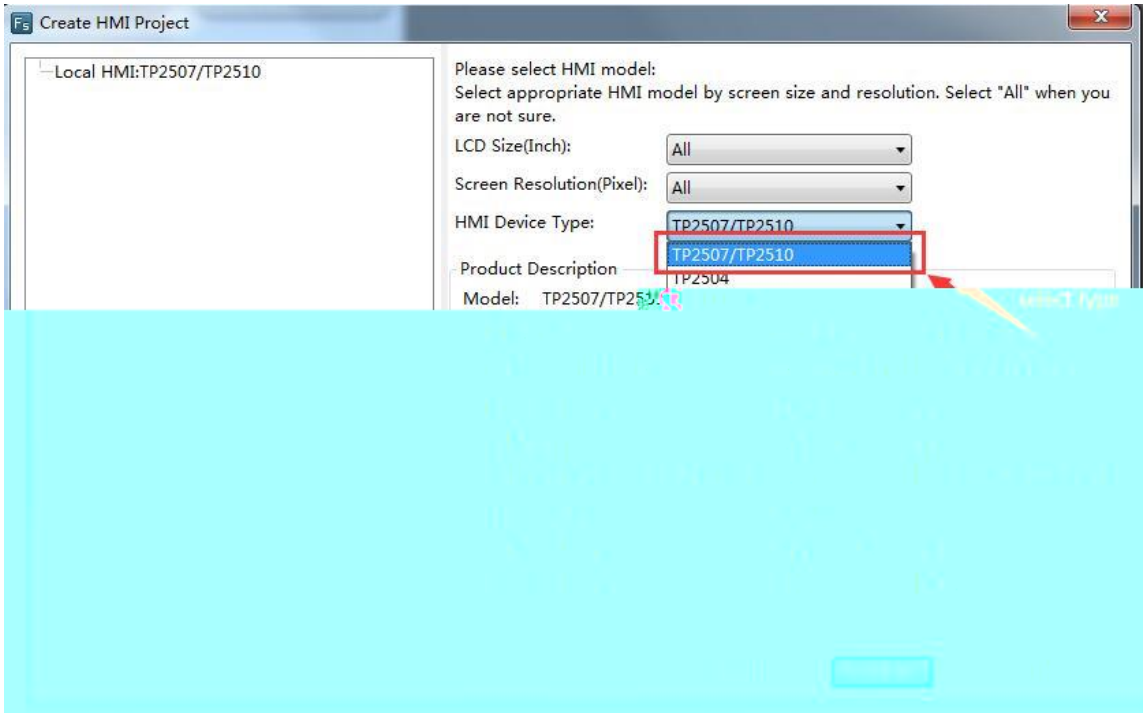

Fig. 11
(3) Select the touch screen type, as shown in Fig. 11.